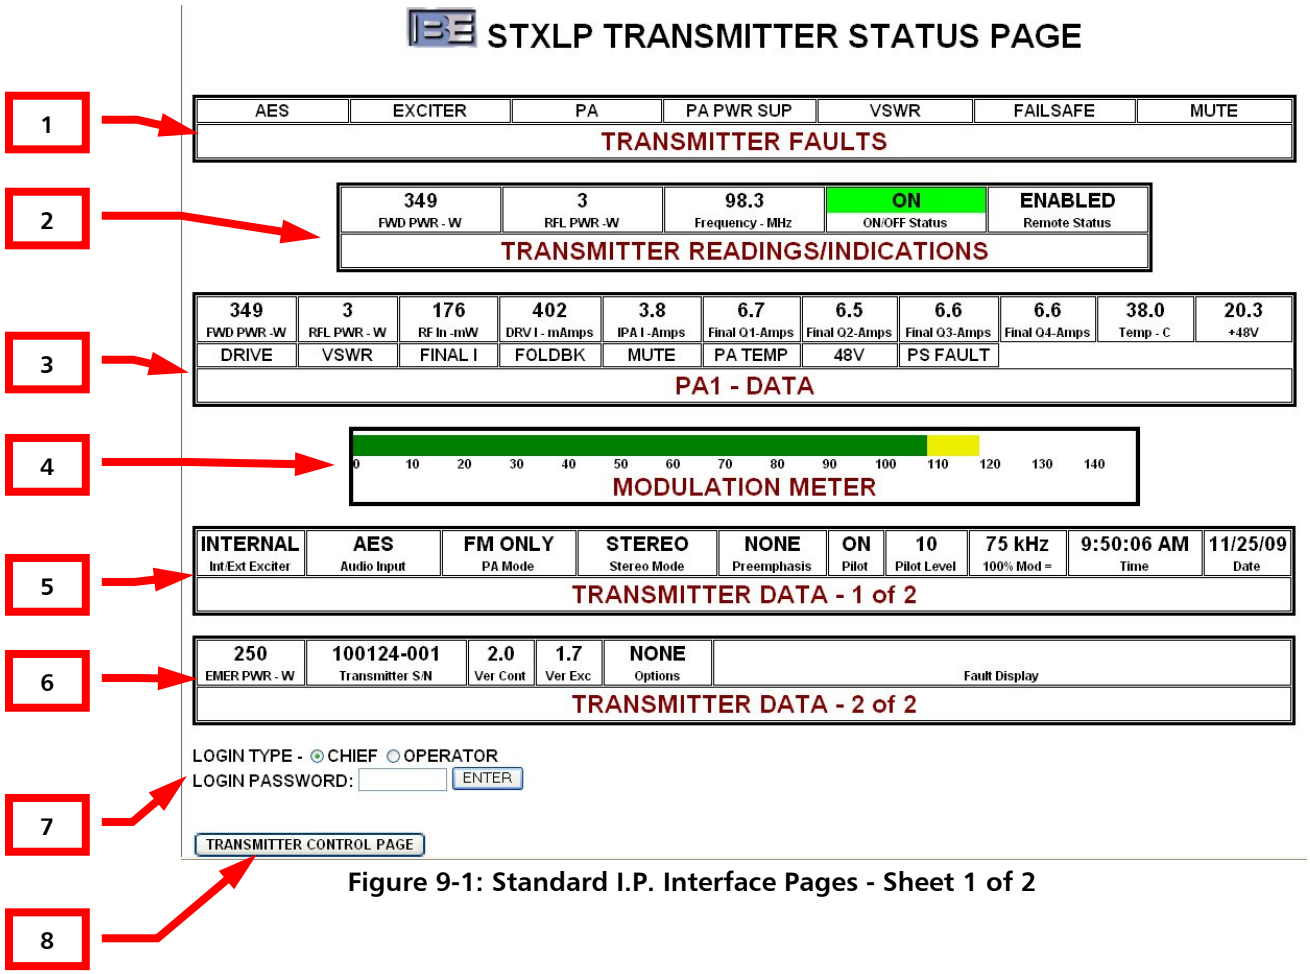

Figure 9-1: Standard I.P. Interface Pages - Sheet 1 of 2
The STXLP transmitter is equipped with a standard I.P. control interface (refer to Figure 9-1 – RGUI compatible release shown). This interface allows the transmitter to be controlled using a PC and a standard web browser. The transmitter can also be equipped with the optional STXLP RGUI option. When compared to the standard I.P. interface, the RGUI option provides the user with many additional features.
The standard STXLP transmitter I.P. interface is shown in Figure 9-1. The following text presents the procedure to use the standard I.P. control with Microsoft Internet Explorer. If a delay in loading the page is observed, select the browser refresh button. To use the standard interface, proceed as follows:
*The standard web interface page will ap*pear. Figure 9-1 and Table 9-1 *presents the standard web interface features.*
7. The control page can be used to view and control transmitter parameters in a manner similar to the front panel. Refer to Figure 9-1 and Table 9-1 to operate the transmitter.